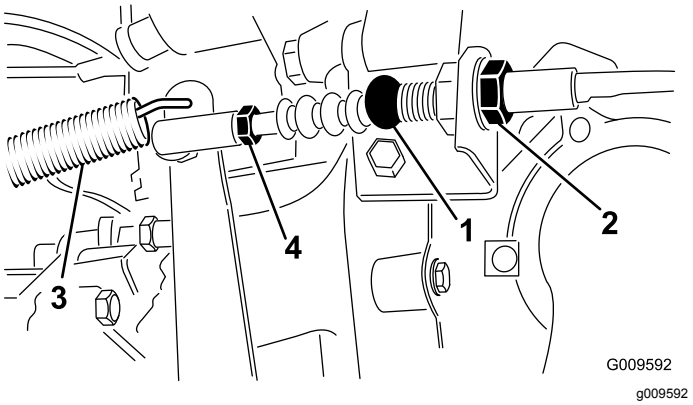

Figur 59
1. Lossa kontramuttrarna som håller kopplingsvajern vid fästet på balanshjulkåpan (Figur 59).